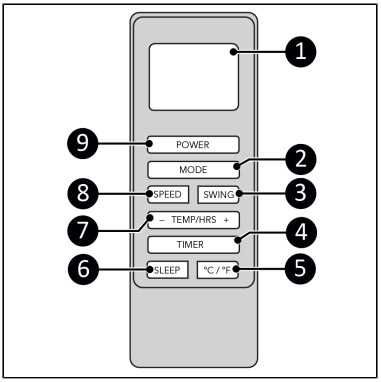

Figuur 5.
2. Druk op de AAN/UIT-knop op het apparaat (Figuur 3, pos. 9) of op de afstandsbediening (Figuur 5, pos. 9). Het apparaat start op in ventilatiemodus.
3. Druk op de modusknop op het apparaat (Figuur 3, pos. 2) of op de afstandsbediening (Figuur 5, pos. 2) om de gewenste modus te kiezen. (De verwarmingsmodus is alleen beschikbaar op de Polar 16CH).